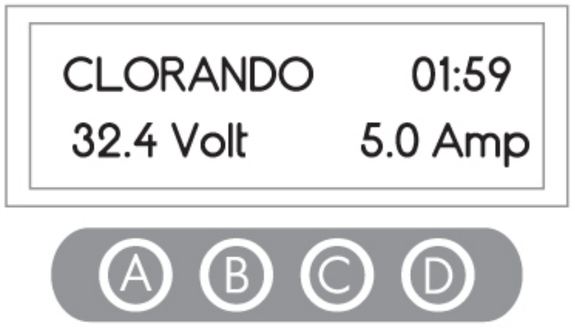

figura 34
- **Clorando**, conforme **figura 34**, indicando: